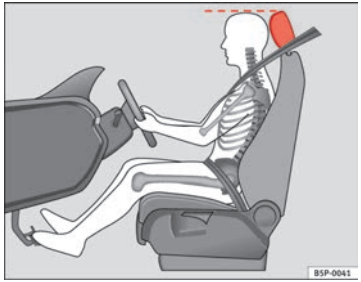

Fig. 2 Corretto posizionamento del poggiatesta del conducente
– Regolare il poggiatesta portando il suo bordo superiore alla stessa altezza della parte superiore della testa ⇒ fig. 2.